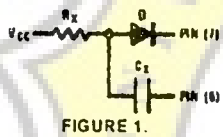

FIGURE 1.
2. When an electrolytic capacitor is used for C_X a switching diode is often required for standard TTL or e-shots to prevent high inverse leakage current (Figure 1). However, its use in general is not recommended with retriggerable operation.